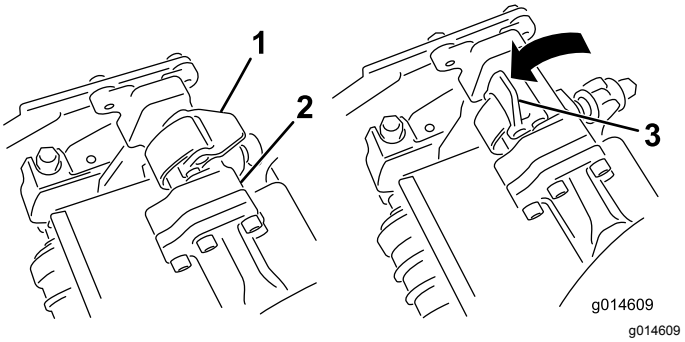
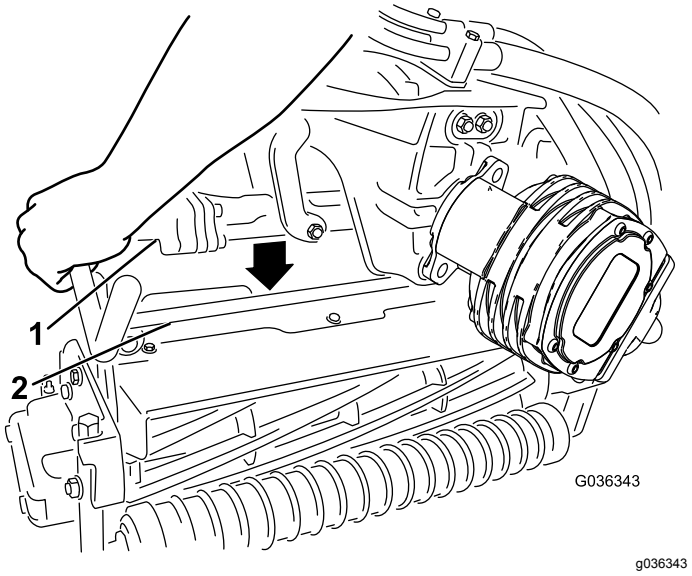

Figur 48
Figur 49
4. Låt spärrarna på upphängningsarmstången peka uppåt (dvs. de ska vara öppna) (Figur 48) och tryck upphängningsarmen nedåt så att stången passar över stången över ovansidan av klippenheten (Figur 49).
5. Fäll spärrarna nedåt och runt klippenhetsstången och lås dem på plats (Figur 48).
5. Öppna spärrarna på upphängningsarmstången på den klippenhet som du tar bort (Figur 48).